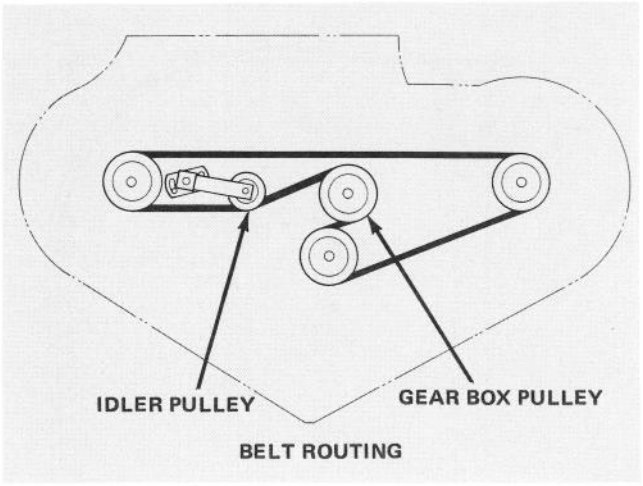

Figure 44
5. Install new belt around gear box pulley, spindle pulleys and idler pulley (Fig. 44).